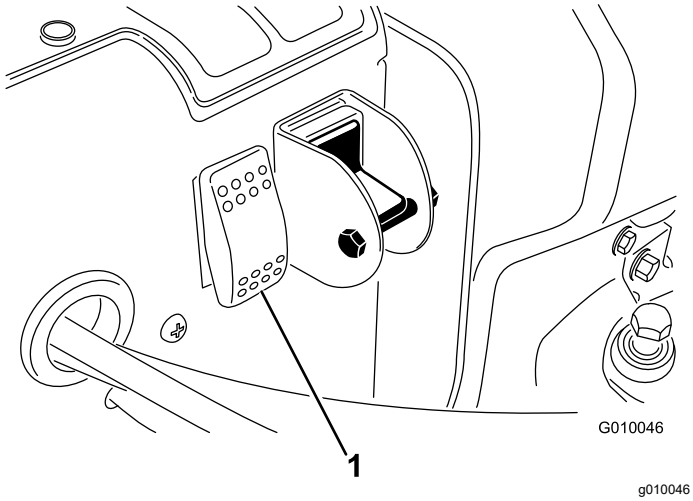

Figur 30
2. Tryk på systemnulstillingskontakten (Figur 30).